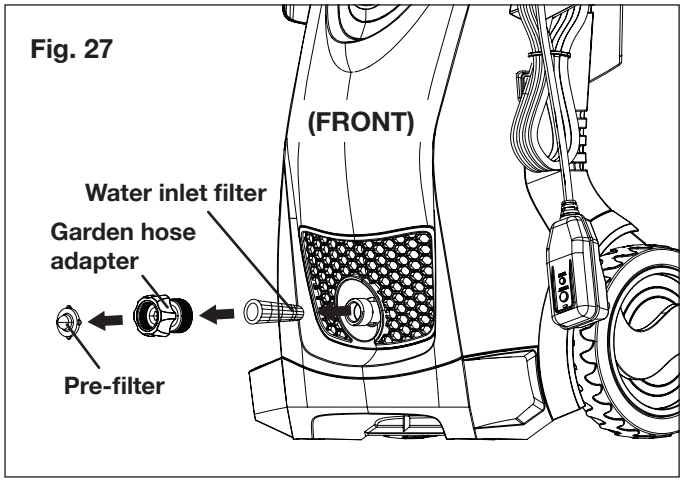
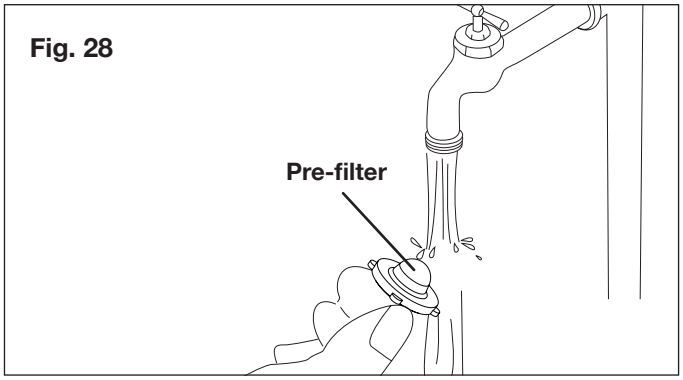

Fig. 27
Fig. 28
1. To ensure good performance, check and clean the water inlet filter (Fig. 27). Remove the pre-filter and water inlet filter and rinse with warm water to prevent any foreign matter from clogging the pump (Figs. 28 – 29).